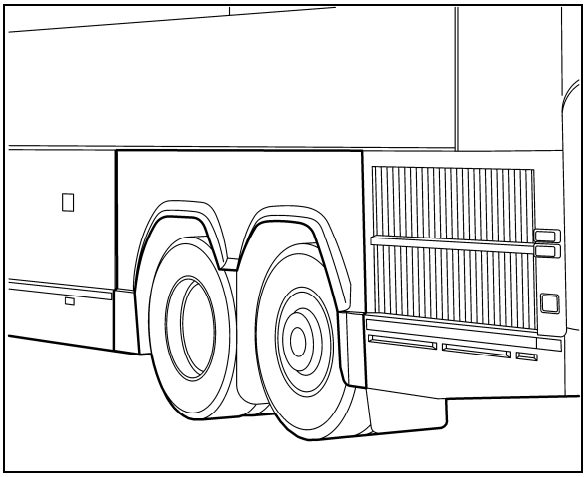

FIGURE 19 : AILE ARRIÈRE GAUCHE
5. Démonter l'aile arrière gauche (Figure 19).